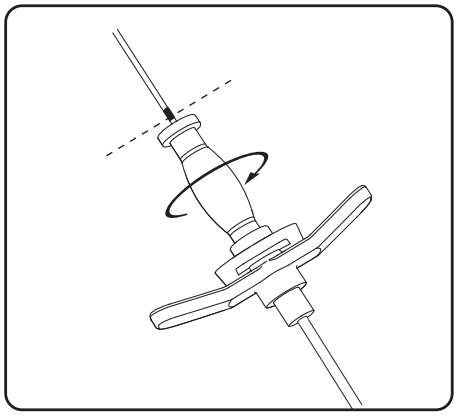
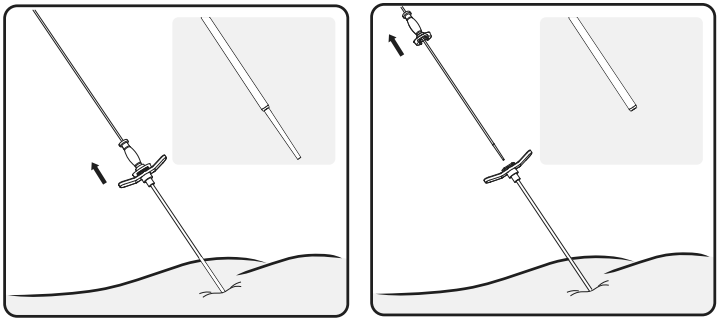

Figura 11. Desbloquee el dilatador de la vaina introductora
Figura 12. Retire la guía direccional y el dilatador.
6. Rote el dilatador 90 grados para desbloquearlo de la vaina introductora (**Figura 11**). Teniendo cuidado de dejar la vaina introductora en su posición, retire la guía direccional y el dilatador (**Figura 12**).